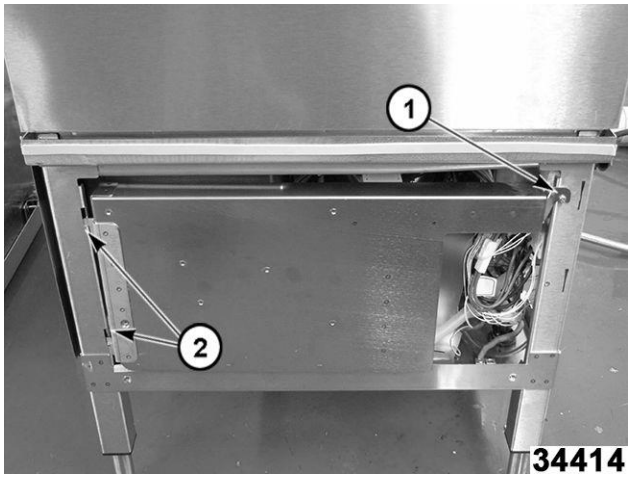

Fig. 77
2. Afloje el tornillo (1, Fig. 77).
4. La caja de control también puede levantarse de las ranuras del soporte de la bisagra (2, Fig. 77) y colocarse a un lado del equipo para proporcionar un acceso interno sin obstrucciones. (Fig. 79)